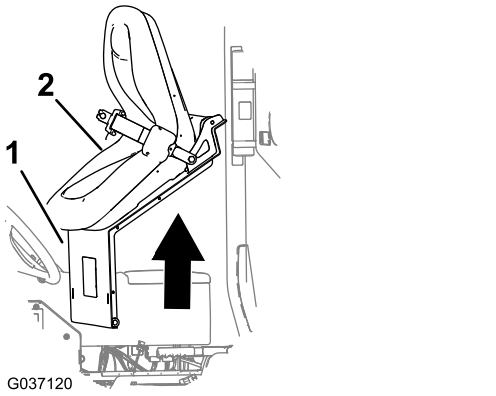

Rysunek 8
5. Unieś fotel z płytą fotela i wyjmij je z maszyny (Rysunek 8).